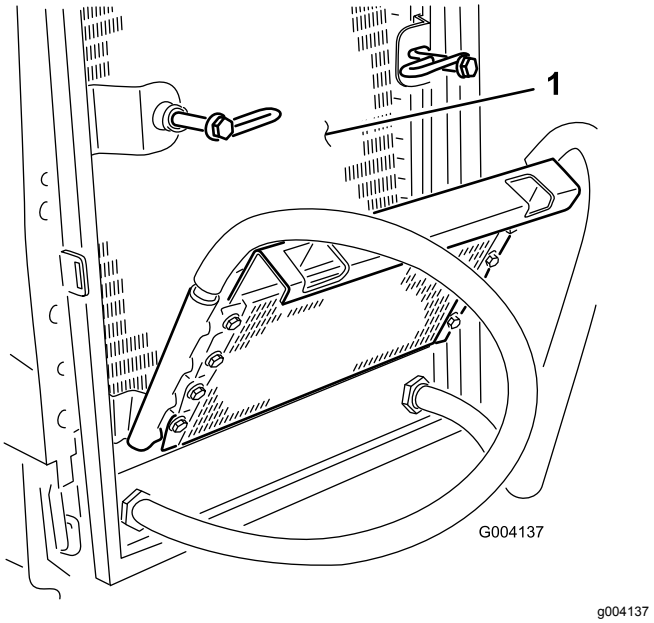

Figuur 61
6. Reinig beide zijden van de oliekoeler en de radiateur grondig Figuur 61) met perslucht.